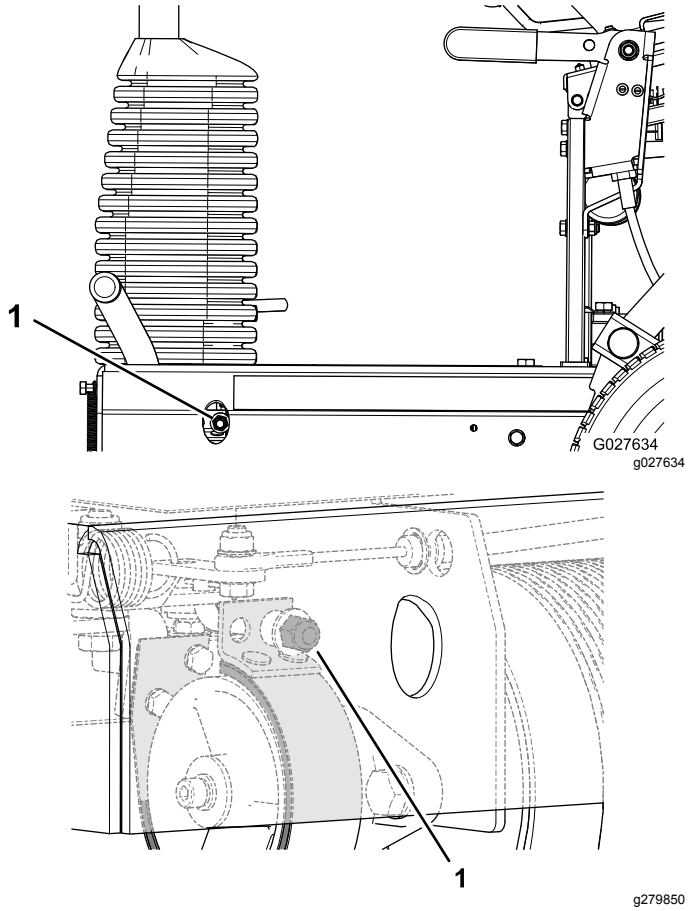

Figuur 34
- Om de remkracht te vergroten, moet u de borgmoer van de rem rechtsom draaien (Figuur 34).
- Om de remkracht te verminderen, moet u de borgmoer van de rem linksom draaien (Figuur 34).